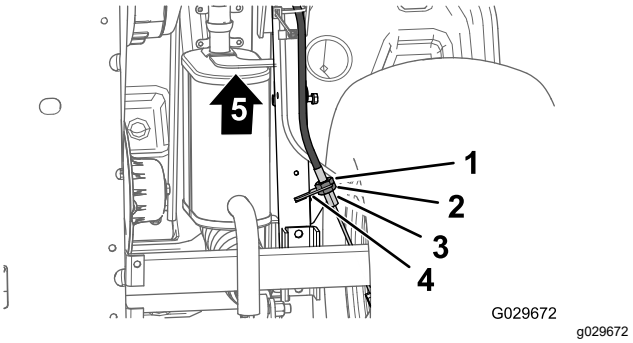

Figur 66
3. Nederst på maskinen løsner du den bakre låsemutteren for den gjengede justeringen på parkeringsbremsekabelen ved å vri fire runder (Figur 66).
4. Stram til den fremre låsemutteren (Figur 66).
A. Løsne den fremre låsemutteren (Figur 66) for den gjengede justeringen på parkeringsbremsekabelen ved å vri én omgang.
B. Stram den bakre låsemutteren (Figur 66).
A. Løsne den bakre låsemutteren (Figur 66) for den gjengede justeringen på parkeringsbremsekabelen ved å vri én omgang.
B. Stram til den fremre låsemutteren (Figur 66).